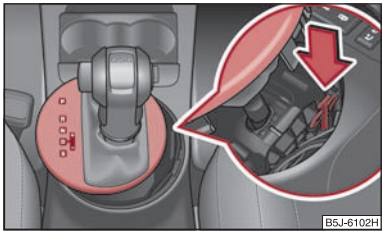

Fig. 103 Desbloqueo de emergencia de la palanca selectora
– Presione hacia abajo la parte de plástico amarilla con el dedo ⇒ fig. 103.